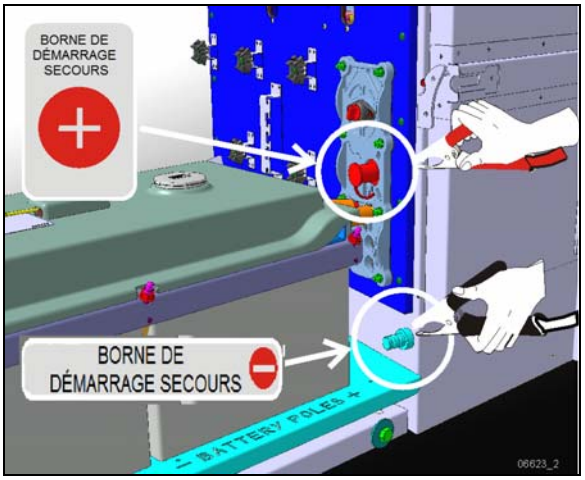

FIGURE 45 : BORNES DE DÉMARRAGE-SECOURS
Dans les autocars X3-45, les bornes de démarrage est situé à proximité des batteries dans le compartiment moteur, à la droite, et est accessible par la porte droite du moteur (Figure 45).
3. Connecter l'autre extrémité du câble d'appoint rouge à la borne de démarrage-secours positive (+) du véhicule dans le compartiment d'alimentation principal. (Figure 45).
5. Connecter l'autre extrémité du câble d'appoint noir à la borne de démarrage-secours négative (-) du véhicule dans le compartiment d'alimentation principal. (Figure 45)